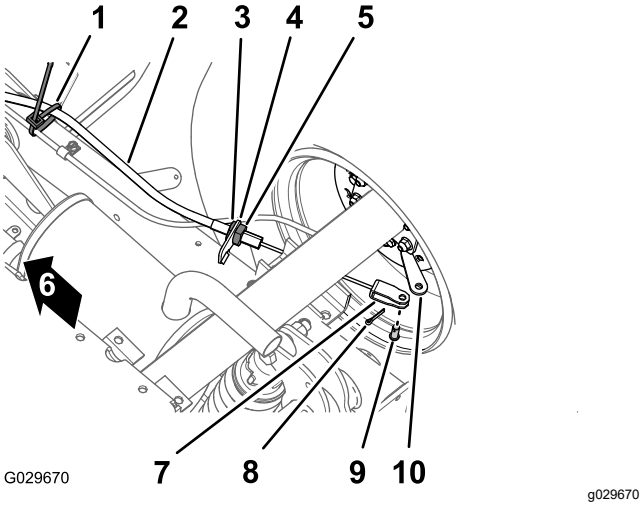

Figuur 41
1. Verwijder aan de onderkant van de machine de kabelklemband waarmee de kabel van de parkeerrem is bevestigd aan de leiding van de bedrijfsrem (Figuur 41).
2. Markeer de draairichting op de voorste contramoer voor de kabel van de parkeerrem (Figuur 41).
3. Zet de achterste contramoer los en verwijder de kabel van de beugel van de remkabel (Figuur 41).
4. Verwijder de borgpen en de gaffelpen waarmee de gaffel voor de kabel van de parkeerrem is bevestigd aan de remhendel en verwijder de kabel van de hendel (Figuur 41).
1. Leid de schroefregelaar van de kabel van de parkeerrem naar de beugel van de remkabel en de gaffel naar de remhendel (Figuur 41).
3. Lijn de schroefregelaar van de kabel van de parkeerrem uit met de beugel van de remkabel en zet de achterste contramoer vast (Figuur 41).